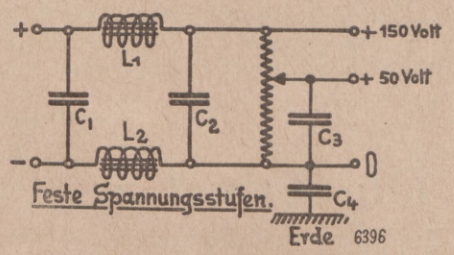

Abb. 6. Spannungsregulierung durch Potentiometer.
b) Spannungsteilerschaltung (Abgreifwiderstand mit festen Spannungsstufen) in Anwendung (vgl. Abb. 6). Jede einzelne Stufe erhält noch zur Unterdrückung der Pulsationen einen Parallelkondensator von 2 μF (Prüfspannung: 500 Volt Wechselstrom).